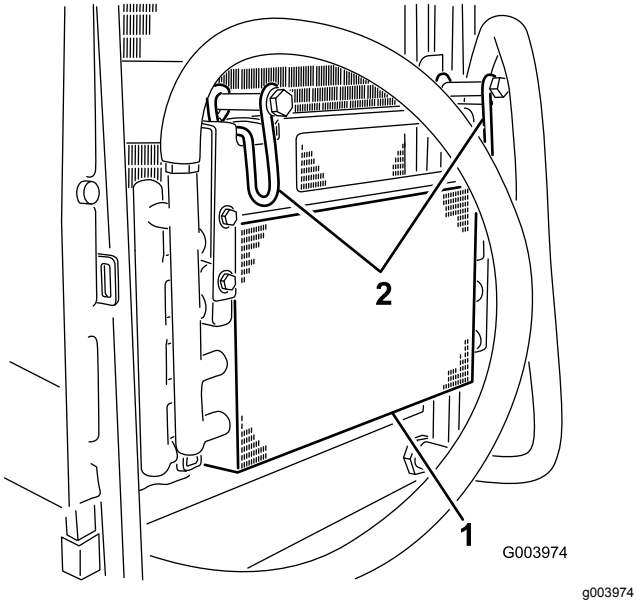

**Figur 66**
5. Sving låsene innover for å frigjøre oljekjøleren (Figur 66).